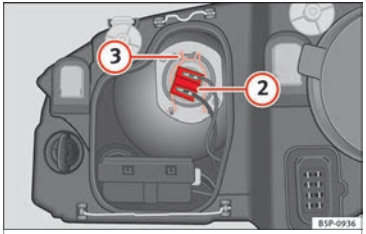

Fig. 179 Dipped beam headlights.
– Remove connector ››› **Fig. 179** (2) from the bulb.
– Unclip the retainer spring ››› Fig. 179 ③ pressing inwards to the right.